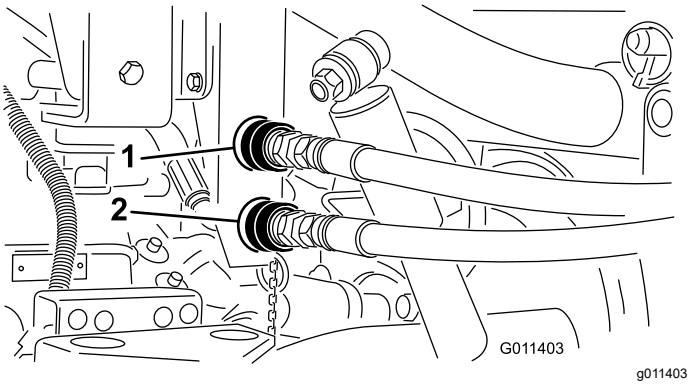

**Figur 18**
1. Rengör topdresserslangens snabbkopplingar (Figur 18) innan du ansluter dem.
**Obs:** Kopplingarna som visas i Figur 18 är från fordon med serienummer som är lägre än 239999999.